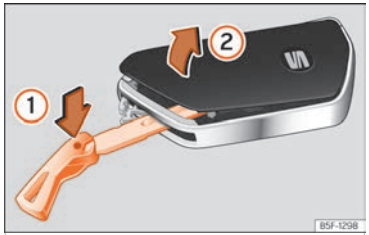

Fig. 70 Clau del vehicle: obrir la tapa del compartiment de la pila.
- Introduïu l'espasí a la ranura ››› fig. 70, pressioneu-lo en el sentit de la fletxa ① i allibereu la tapa fent palanca ②.